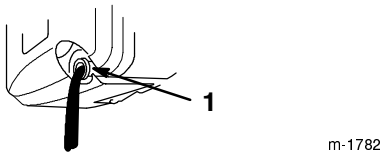

**Figure 25**
5. Tip the lawn mower onto its left side (air filter up), allowing the oil to drain into an appropriate container (Fig. 25).